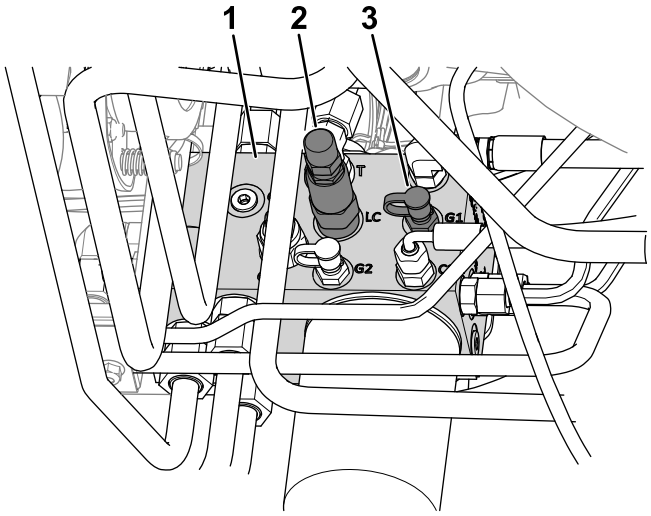

Figuur 21
4. Sluit een drukmeter aan op de testpoort (met de aanduiding G1; zie Figuur 21).
2. Gewichtoverbrengingsspoel (LC)
5. Verwijder aan de zijde van het hefverdeelstuk de dop van de testpoort (met de aanduiding G1; zie Figuur 21).
6. Maak de contramoer aan het einde van de gewichtoverbrengingsspoel (met de aanduiding LC; zie Figuur 21) los.